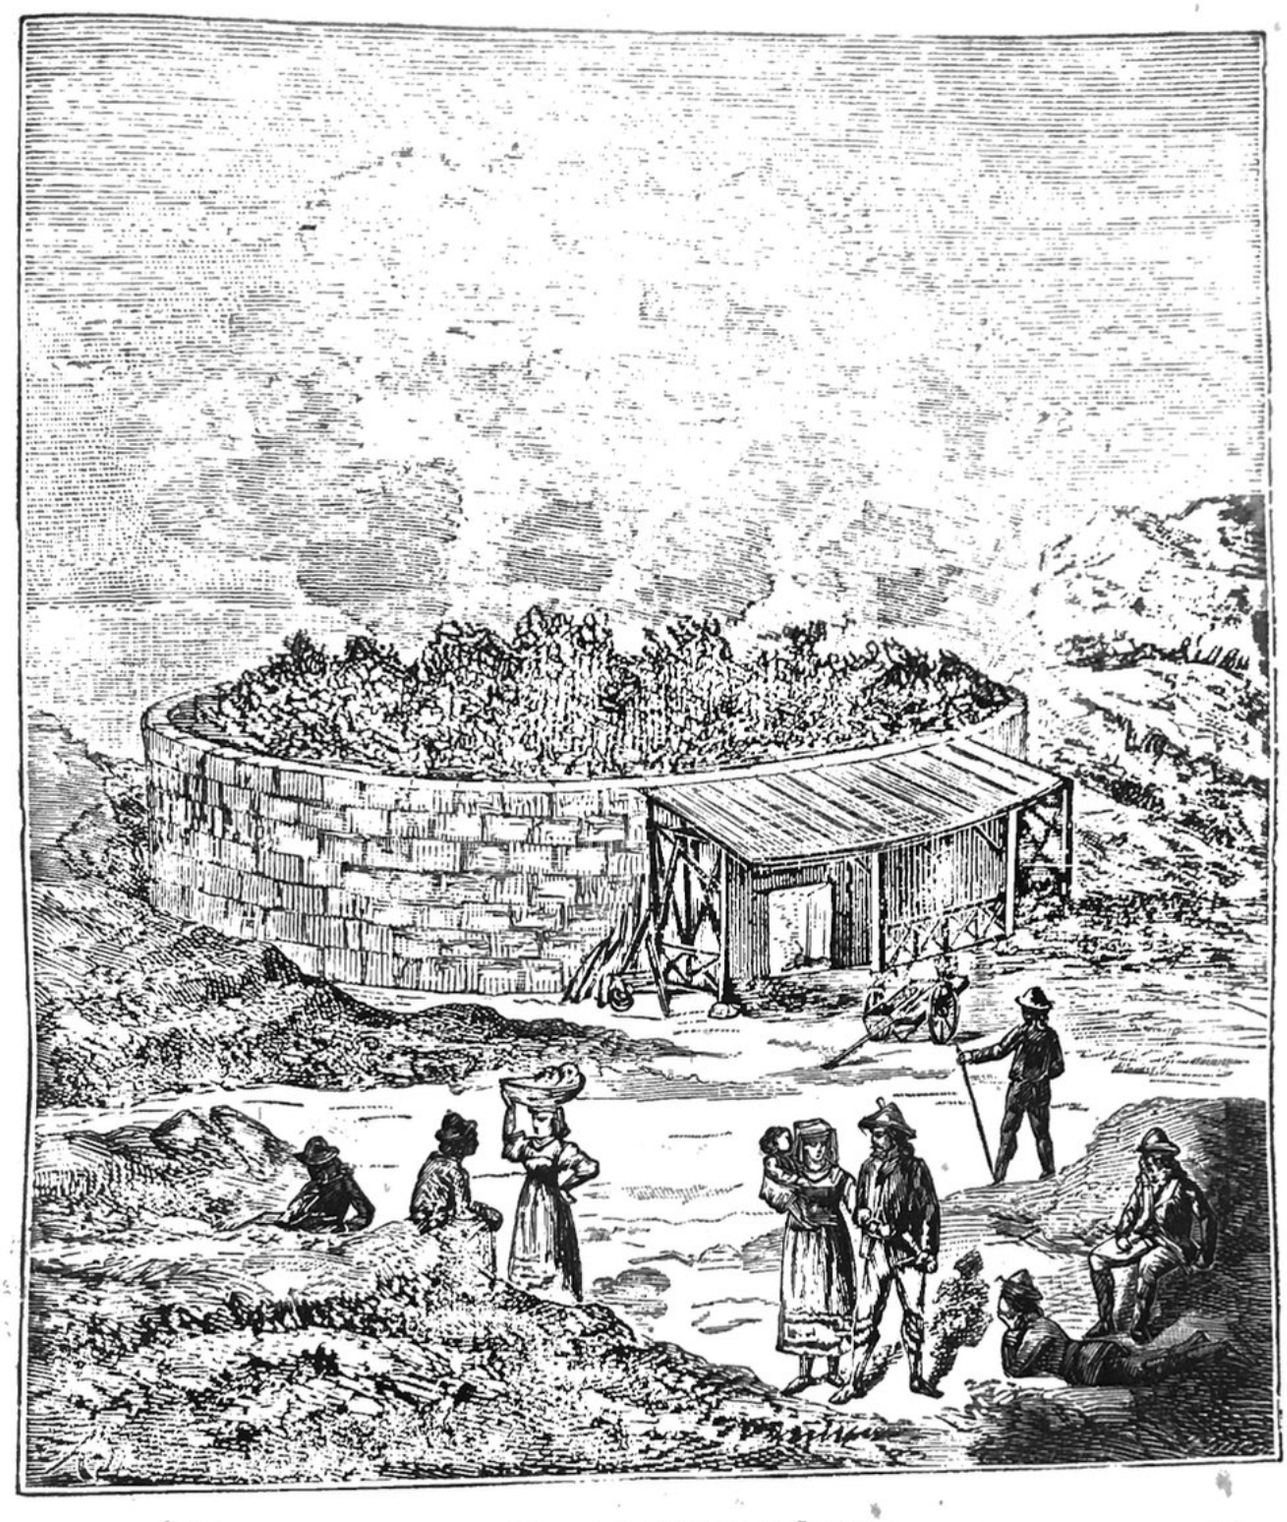

Fig. 83. — I Calcheroni in Sicilia.
Estrazione del solfo. — Il mercato europeo del solfo è in oggi alimentato quasi esclusivamente dalla Sicilia. Le duecento miniere dalle quali lo si estrae producono annualmente 250 000 tonnellate di solfo greggio; esse sono costituite da calcari o da gessi injettati di solfo in proporzioni più o meno grandi. Vi si discende per gallerie fortemente inclinate, e il trasporto dei massi di solfo, staccati col piccone, vien fatto a dorso di ragazzo. Il trattamento del minerale è quindi praticato in modo grossolano e senza badare alle perdite di solfo che cagiona, poichè è una semplice fusione operata, per così dire, all'aria aperta; nè si pensa guari a migliorarla perchè il paese manca di combustibile. Si procede così: sopra un piano inclinato in muratura (fig. 83 a pag. 185) si dispone, sotto forma di cono leggermente appiattito, una quantità di minerale variabile tra i 250 e i 600 metri cubi, che viene chiusa tra muri di calcare compatti, alti metri 1,50. Coi frammenti più grossi si forma, sul suolo del *calcherone* (1), una vôlta o canale, che mette capo ad
(1) Forse la parola *calcherone* deve la sua origine al materiale calcare che circonda il solfo, ed a così pensare siamo indotti dal fatto che in provincia di Brescia chiamansi *calchere* le fornaci da calce.